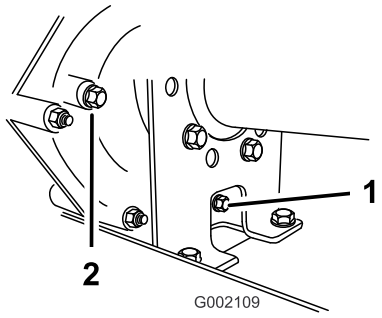
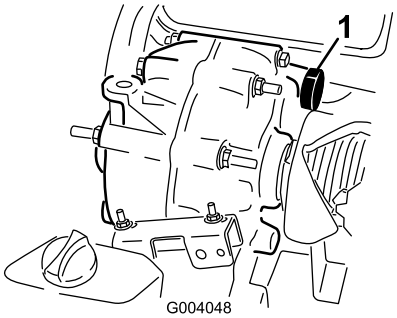

**Figur 42**
**Figur 43**
2. Ta bort avtappningspluggen från behållarens högra sida (Figur 42) och låt vätskan rinna ned i ett avtappningskärl. Sätt tillbaka och skruva åt pluggen när vätskan har slutat rinna.
3. Fyll på behållaren (Figur 43) med cirka 1,4 liter motorolja av typen SAE 10W30 eller tills dess att oljenivån når upp till botten av nivåindikatorhålet (Figur 42).